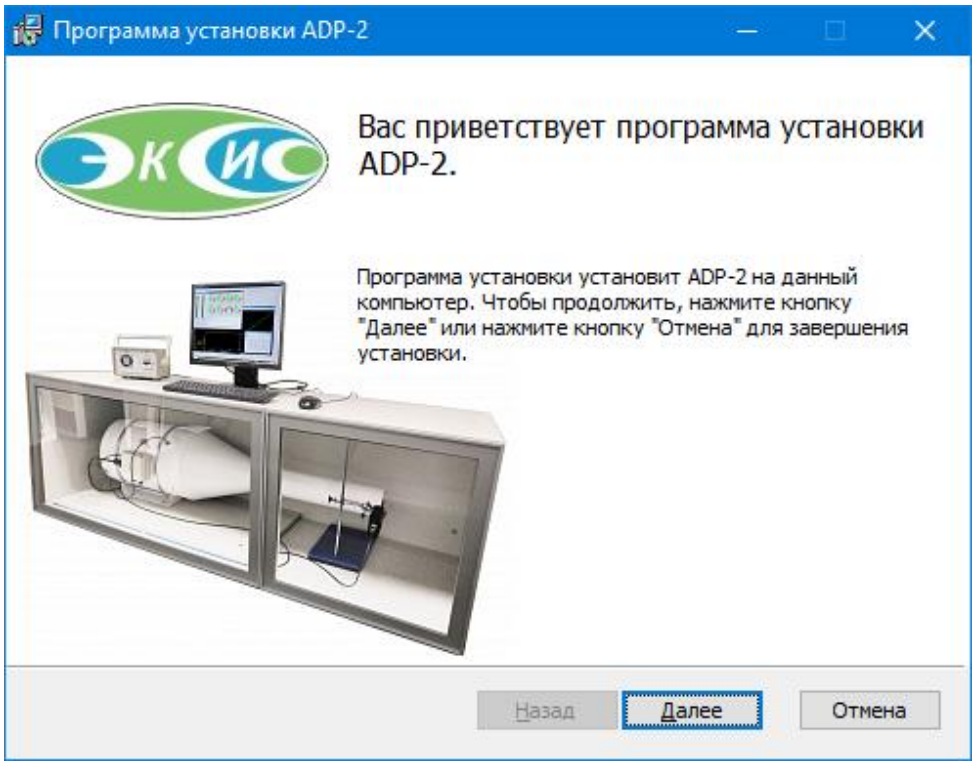

Рис. 2.2 – Начало процесса установки программы
1. Приветствие мастера установки (рис. 2.2).